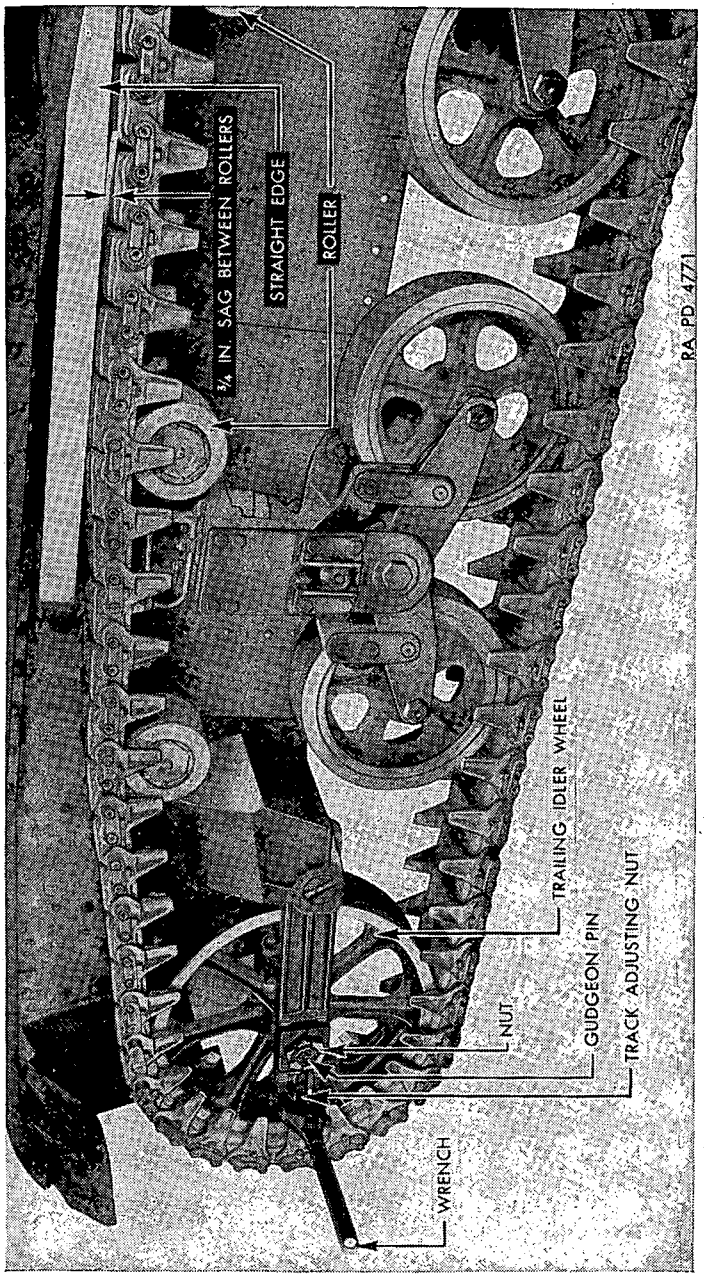

FIGURE 80.—Track adjustment.
113. Tracks.—*a. Description* (fig. 80).—The tracks are of the rubber block type, each shoe consisting of a rubber block vulcanized around a metal link. Rubber-bonded pins pass through the shoe and are connected into an endless chain by drop-forged steel end connectors. The inside surfaces of the connectors serve to guide the track while the outer ends act as driving lugs and are engaged by the teeth of the sprocket.
c. Adjustment of track (fig. 80).